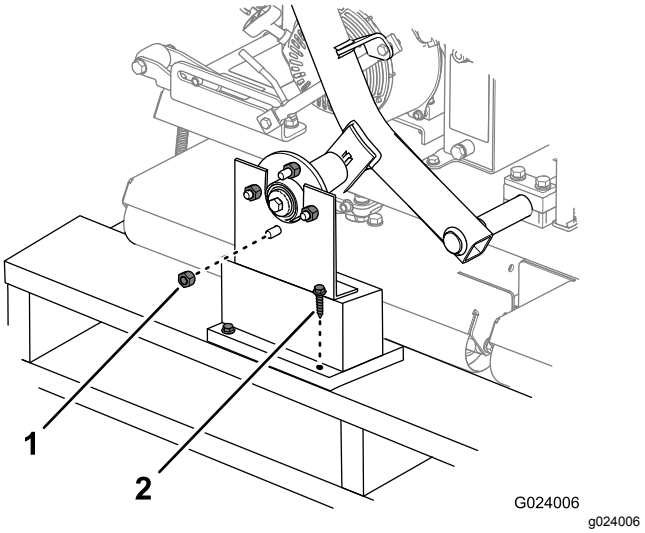

Rysunek 3
1. Usunąć nakrętki koła mocujące piasty koła do wsporników transportowych (Rysunek 3). Dodatkowo, usuń nakrętki z gwintowanego pręta każdej z piast.